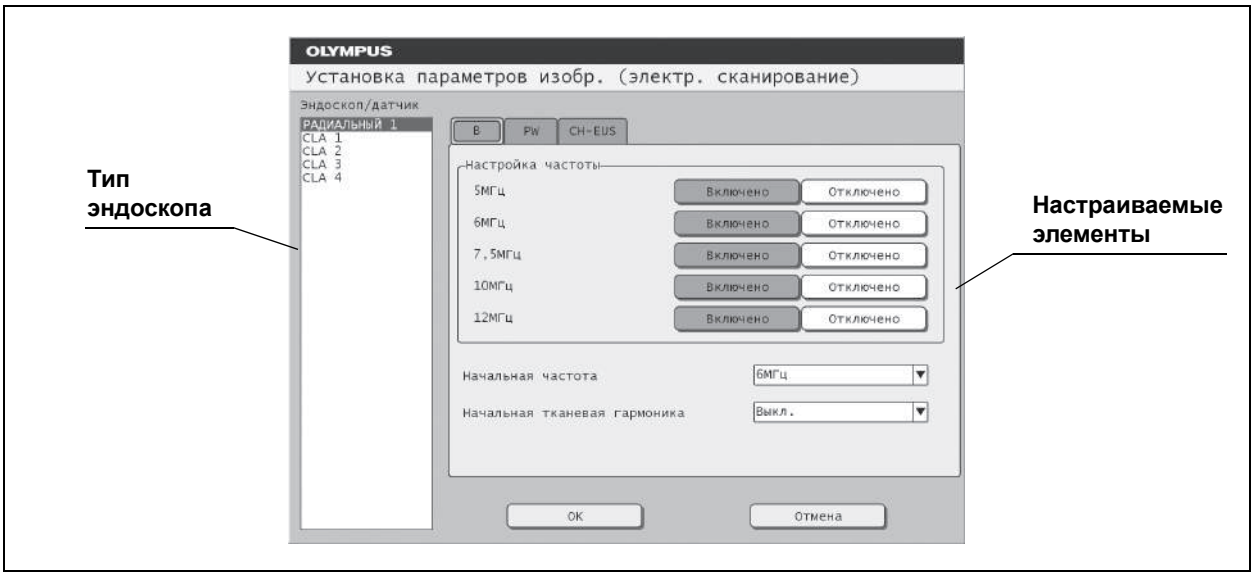

рисунок 4.15
- На рис. 4.15 показан пример, когда выбран тип RADIAL 1 (Радиальный 1). Выбранный тип эндоскопа выделяется.